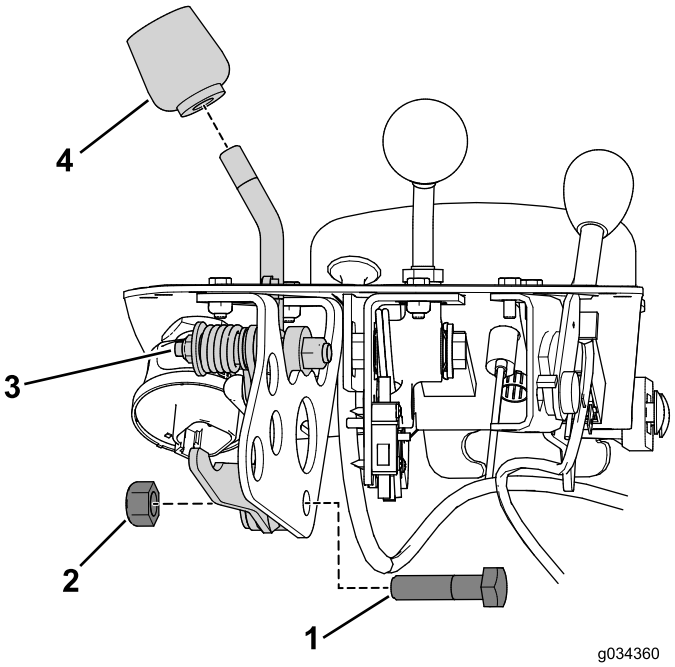

**Figura 8**
6. Retire o manípulo da alavanca de funcionamento (Figura 8).
7. Remova o parafuso e a porca que fixam o conjunto da alavanca de funcionamento ao suporte da alavanca de funcionamento (Figura 8).